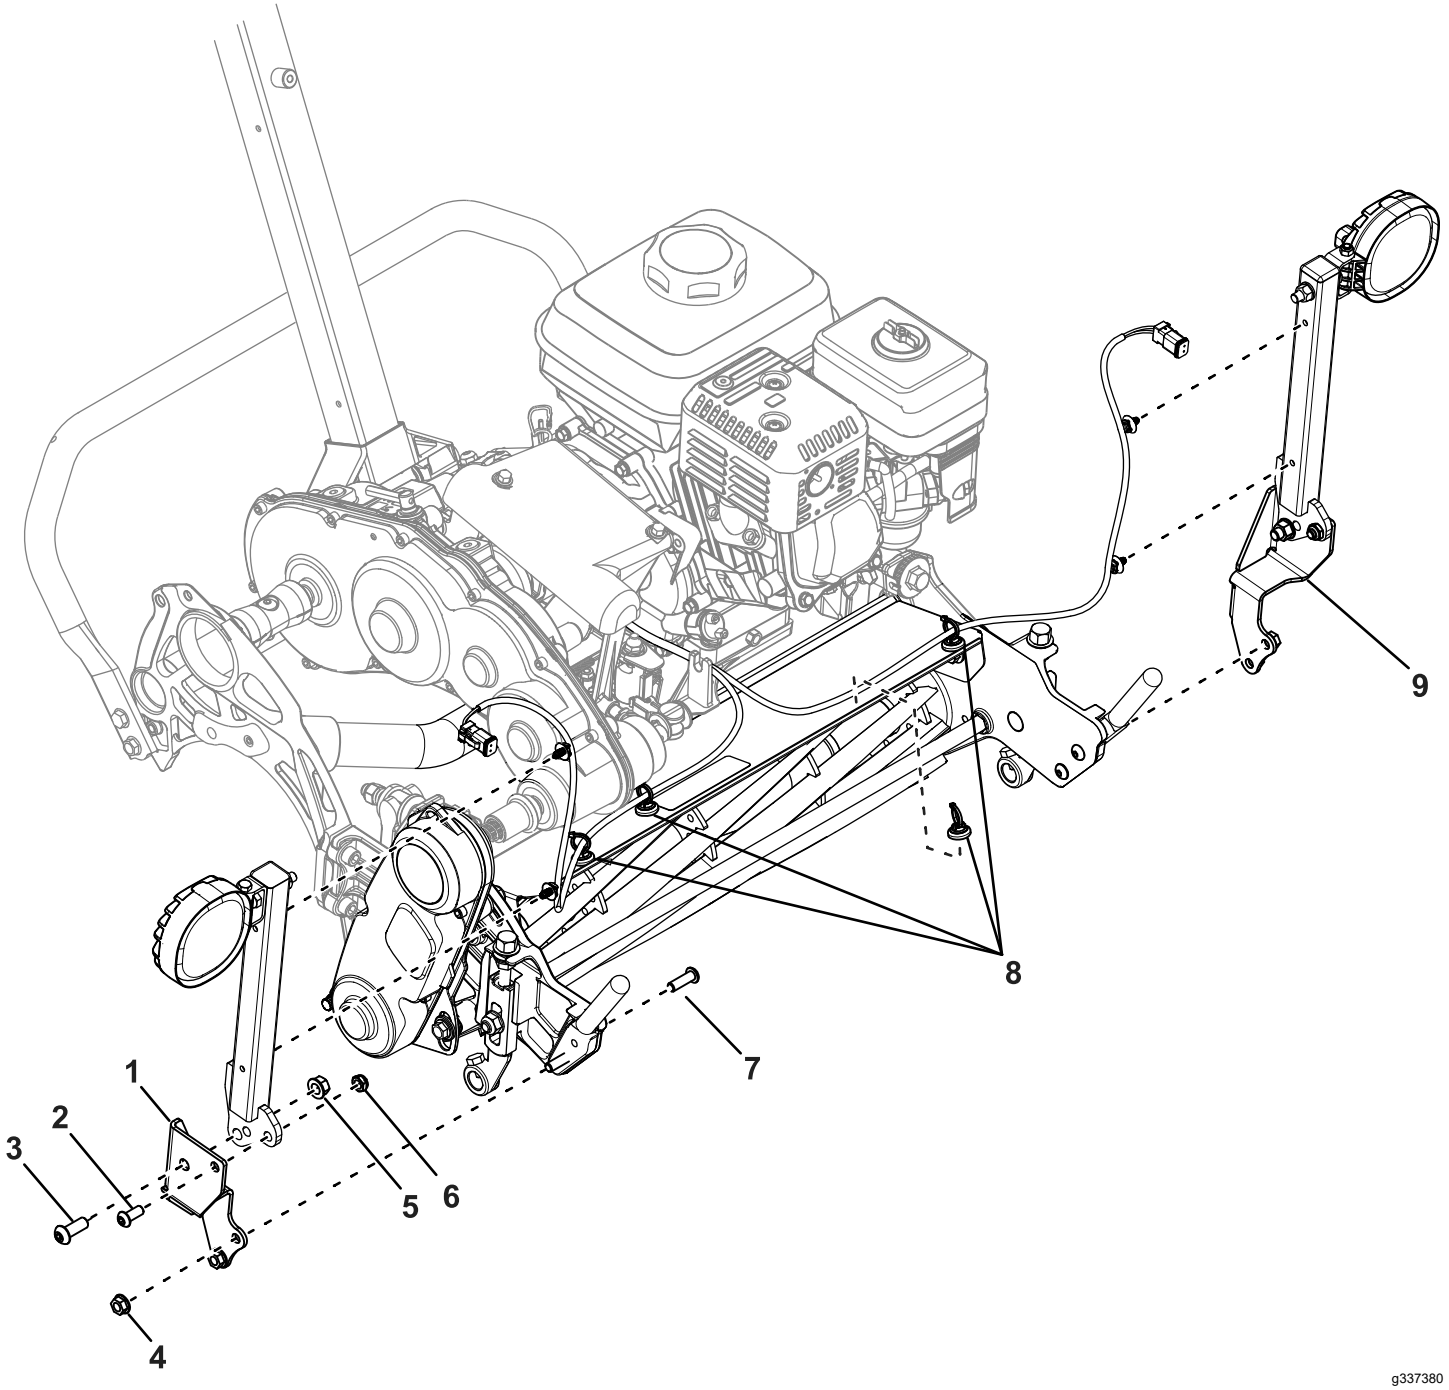

Figura 2
1. Utilizzate 2 viti a esagono incassato (5/16"), 2 dadi di bloccaggio, 2 viti a esagono incassato (⅜") e 2 dadi flangiati (⅜") per fissare i supporti delle luci alle staffe di supporto (Figura 2).
3. Utilizzate 4 bulloni e 4 dadi flangiati (5/16") per fissare le staffe di supporto ai supporti del cesto dell’apparato di taglio (Figura 2).
4. Installate i supporti del cablaggio preassemblato nelle aree mostrate nella Figura 2.